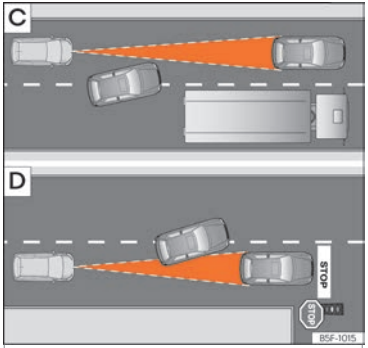

Fig. 189 C Changement de voie d'un véhicule. D Véhicule tournant et un autre arrêté.
- Véhicules changeant de voie pour aller sur la vôtre, à courte distance de votre véhicule ››› **fig. 189** C.
L'ACC ne réagit pas face à des véhicules arrêtés. Par ex., si un véhicule détecté par l'ACC tourne ou se détache et que devant ce dernier se trouve un véhicule à l'arrêt, l'ACC ne réagira pas face à celui-ci ››› **fig. 189** D.